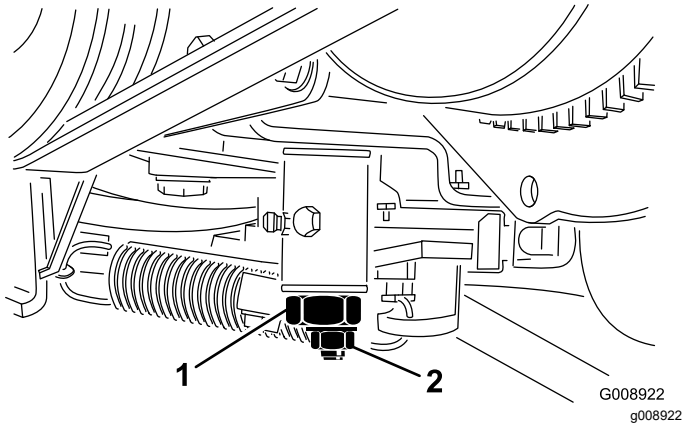

Figur 55
3. Løsn låsemøtrikken på traktionsjusteringsknasten (Figur 55).